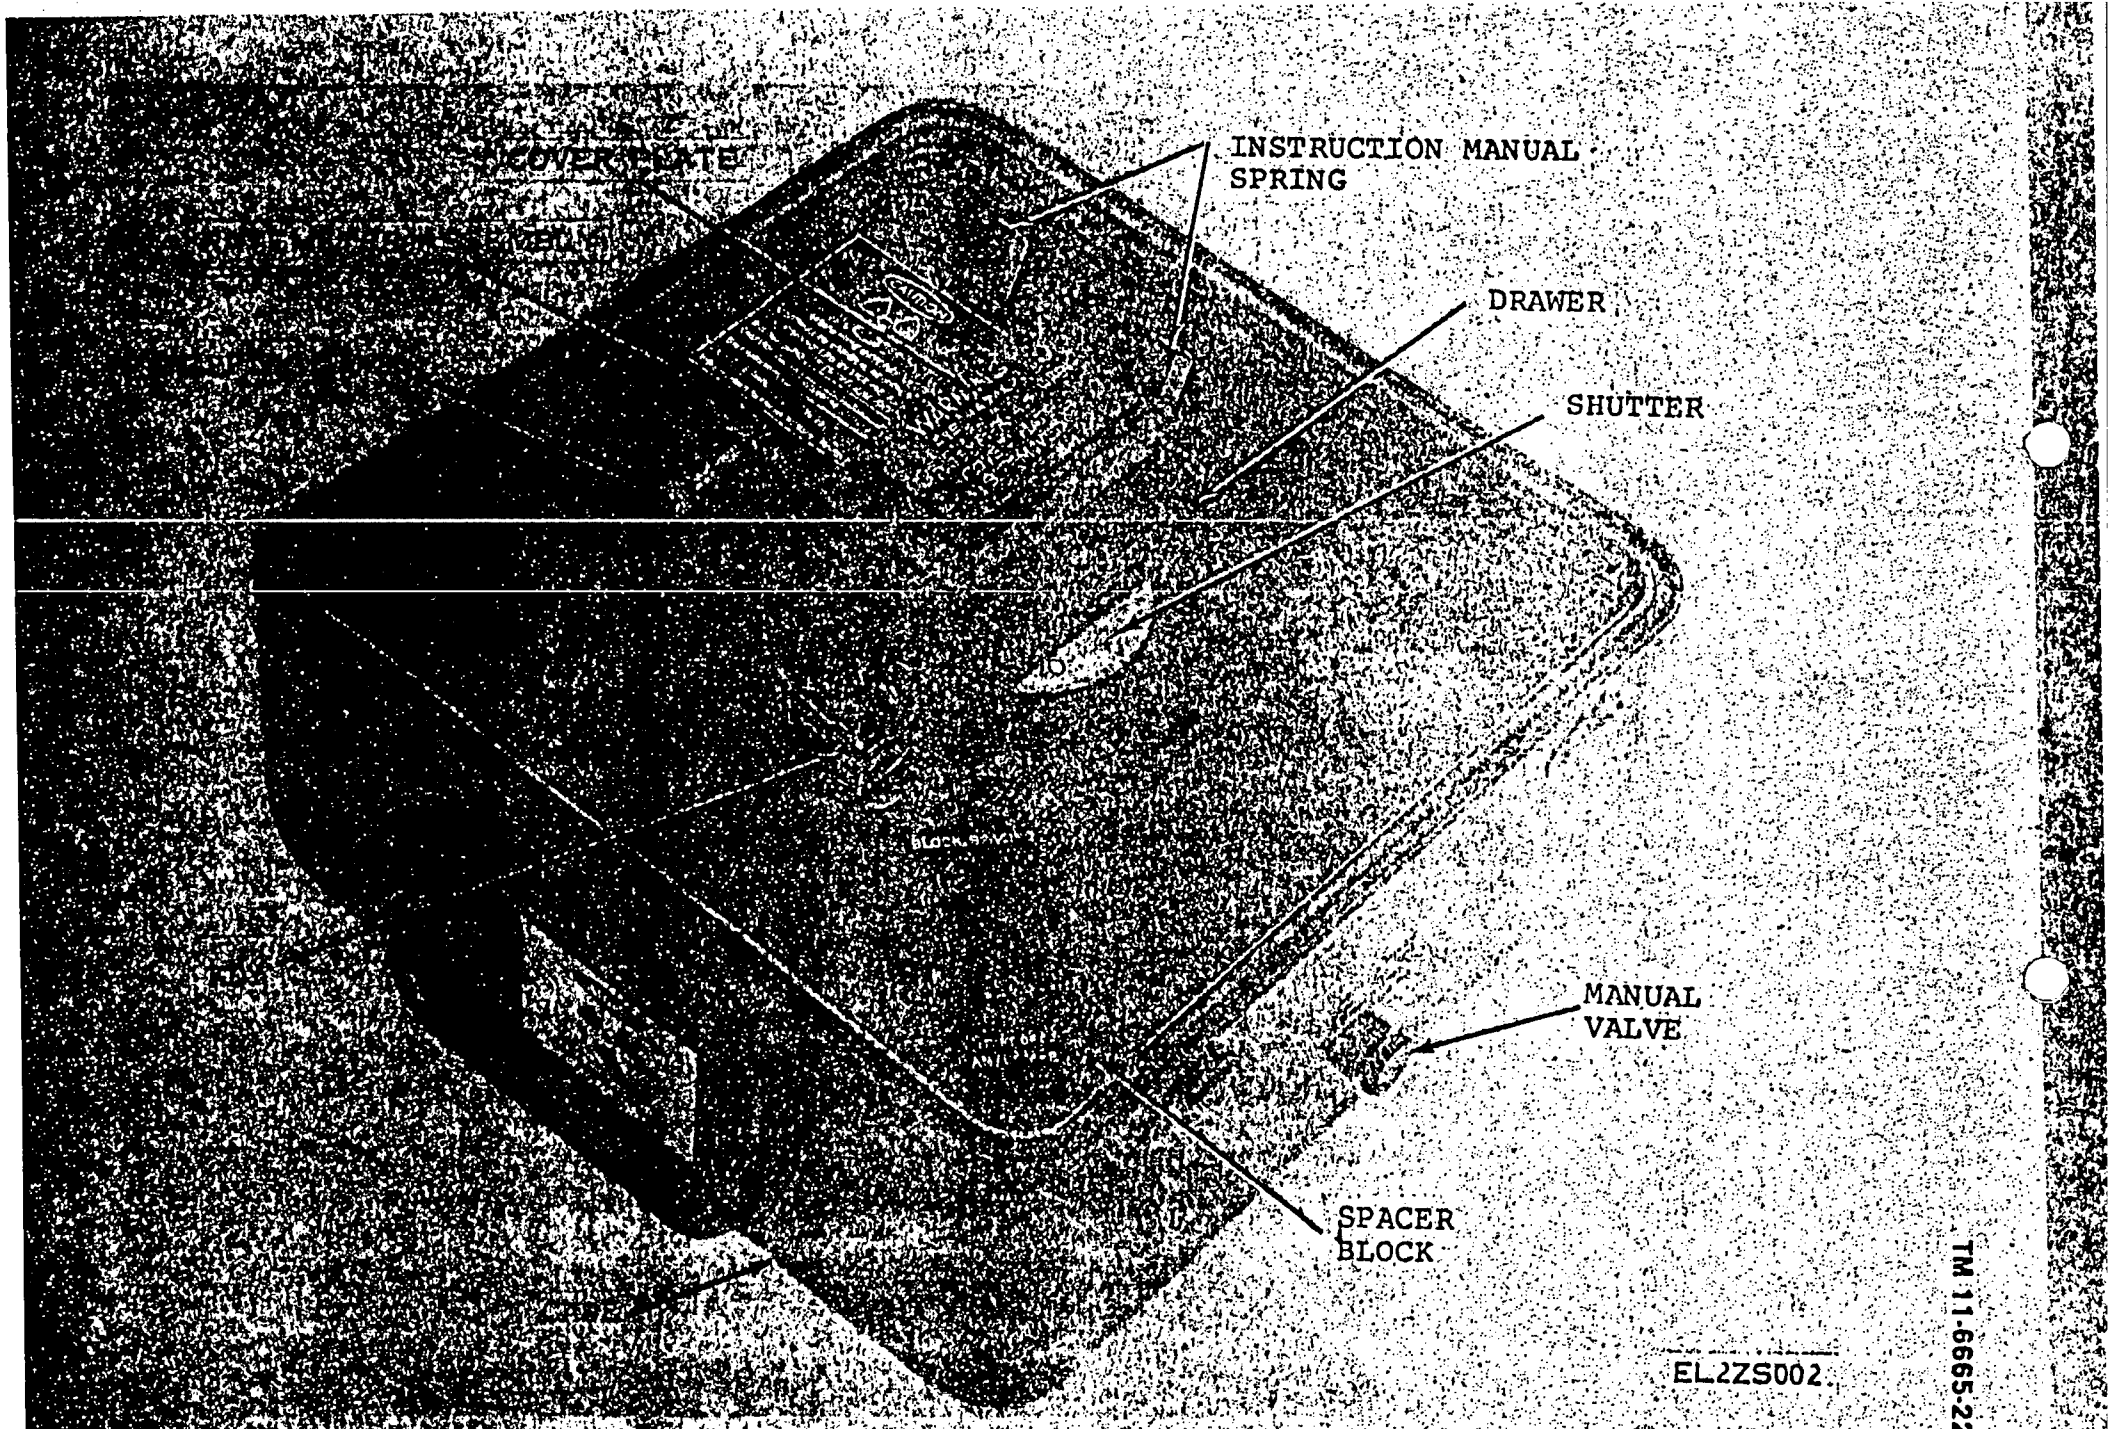

Figure 1-3. Calibrator, Radiac TS-3494/UDM-2.
(1) Remove the waterproof, pressure-sensitive tape from the top of the outer corrugated carton.
(2) Lift open the flaps and remove the top and side corrugated fillers.
(3) Remove the inner corrugated carton containing the AN/UDM-2.
(4) Remove the waterproof, pressure-sensitive tape from the top of the inner carton.
(5) Lift open the flaps and remove the AN/UDM-2.
(6) Turn the manual valve (fig. 1-3) counterclockwise to equalize the pressure.
Calibrator, Radiac TS-3494/UDM-2 (fig. 1-3):
b. On the RATEMETER assembly (fig. 1-3), release the shipping lock, pull out the drawer, and place the spacer block in the drawer.
g. On the RATEMETER assembly (fig. 1-3), release the shipping lock, pull out the drawer, and place the spacer block in the drawer; close the drawer.